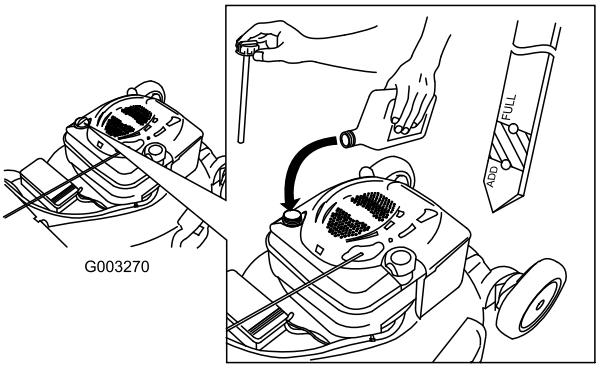

Figura 36
4. Versate **lentamente** l'olio nel tubo di riempimento finché non raggiunge il segno di pieno sull'asta (Figura 36). **Non riempite troppo.** (Riempimento massimo: 0,59 litri, tipo: olio detergente SAE 30 con service classification API SF, SG, SH, SJ, SL o superiore.)